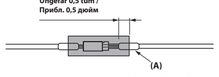
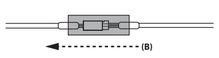

Abb. 13/Fig. 13/Bild 13/Рис. 13
Abb. 14/Fig. 14/Bild 14/Рис. 14
**1 Vorbereitung -Abb.13**
(1) Stecken Sie den Heißschrumpfschlauch ⑩ auf das Verlängerungskabel ⑦ der Kamera.
(2) Schließen Sie das Kamerakabel ① an den Stecker des Verlängerungskabels ⑦ der Kamera an.
(3) Installieren Sie den Heißschrumpfschlauch ⑩, so dass die Leitung (A) (mit etwa 0,5 Zoll) abgedeckt ist.
**2 Abdichtung -Abb.14**
**1 Preparazione - Fig. 13**
(1) Inserire il tubo termorestringente ⑩ nel cavo di prolunga ⑦ della telecamera.
(2) Collegare il cavo ① della telecamera al connettore del cavo di prolunga ⑦ della telecamera.
(3) Installare il tubo termorestringente ⑩ in modo che il tubo (A) sia coperto (con una sporgenza di circa 0,5 pollici).
**2 Test di impermeabilità - Fig. 14**
**1 Förberedelse -Bild 13**
(1) Sätt i krympröret ⑩ över kamerans förlängningskabel ⑦.
(2) Anslut kamerakabeln ① till kontaktdonet på kamerans förlängningskabel ⑦.
(3) Installera krympröret ⑩ så att röret (A) täcks (med ung. 0,5 tum).
**2 Vattentäthet installation -Bild 14**
**1 Подготовка — рис. 13**
(1) Наденьте термоусадочную трубку ⑩ на удлинительный кабель камеры ⑦.
(2) Подключите кабель камеры ① к разъему удлинительного кабеля камеры ⑦.
(3) Наденьте термоусадочную трубку ⑩ таким образом, чтобы трубка (A) была закрыта (с запасом прибл. 0,5 дюйма).
**2 Гидроизоляция — рис. 14**